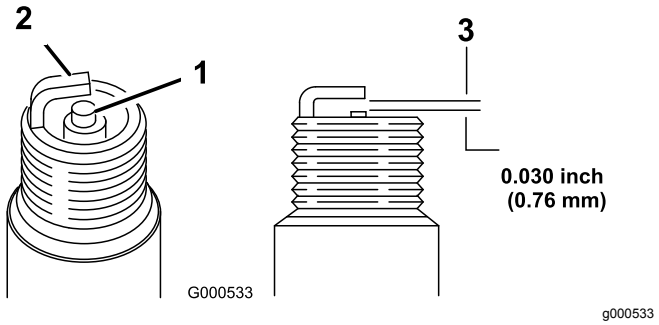

Figur 21
5. Juster åpningen på den nye pluggen til 0,76 mm, som vist i Figur 21.